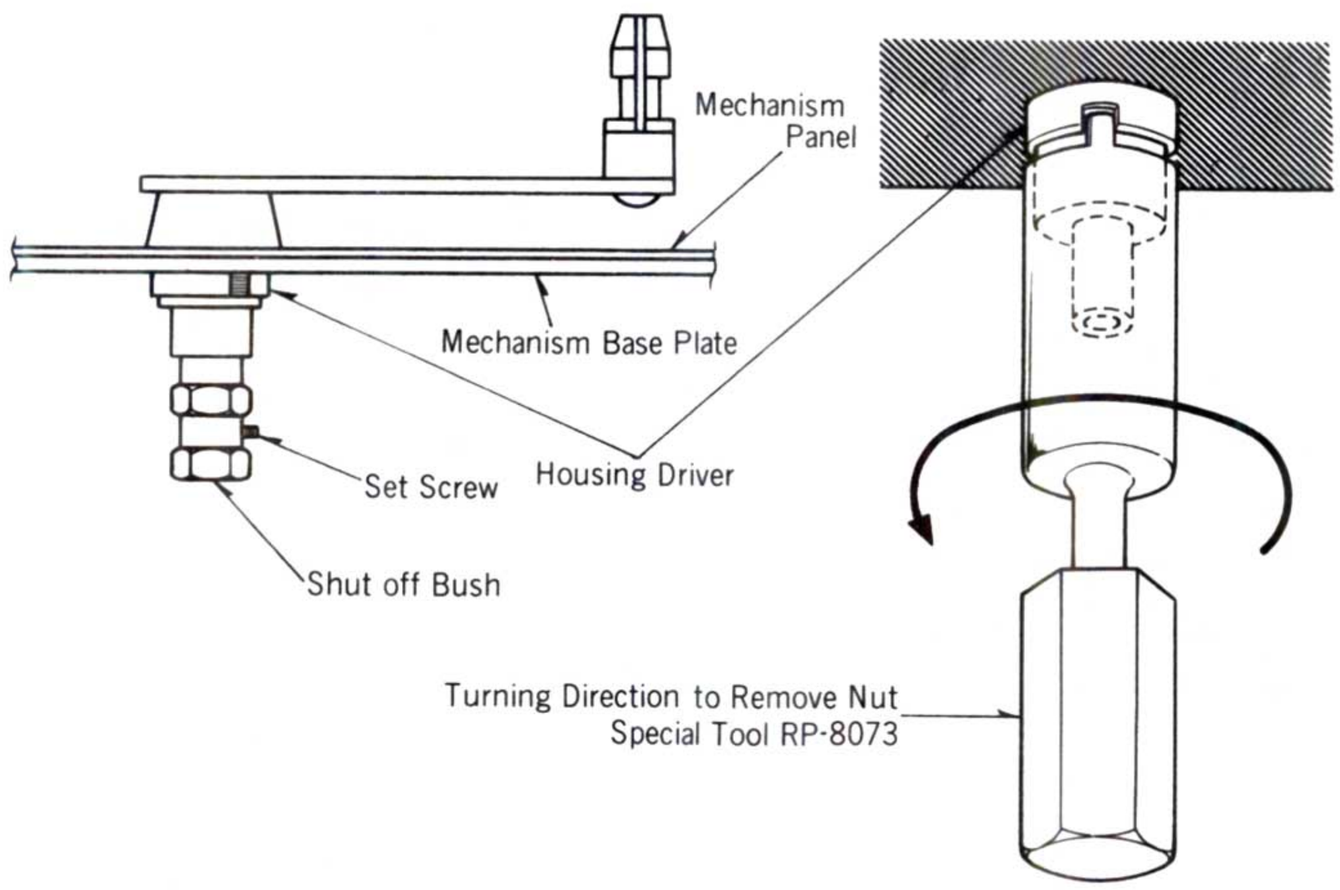

Fig. 26
2. Remove the housing driver with special tool (RP-8073) as shown in fig. 26.